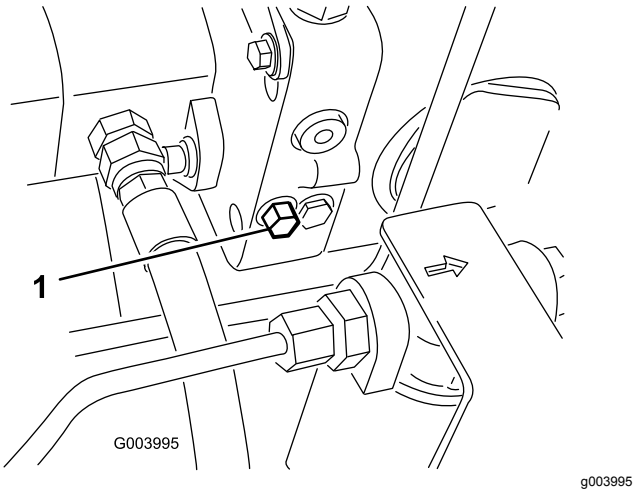

Figur 25
1. Du finder omløbsventilen på venstre side af hydrostaten (Figur 25).